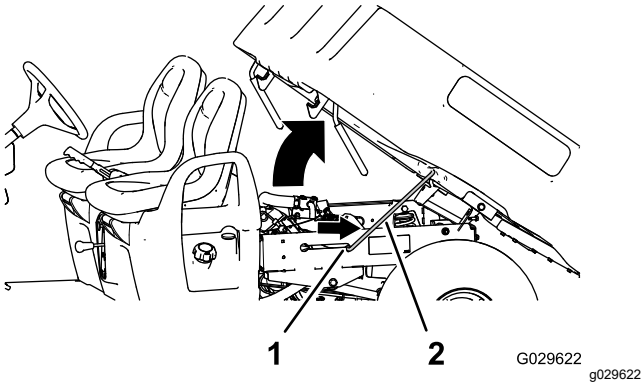

**Figur 14**
2. Säkra lådan genom att skjuta in stöttan i skåran (Figur 14).
2. Dra ut stöttan ur skåran (Figur 14).
3. Sänk ned lådan tills den låses säkert på plats (Figur 14).